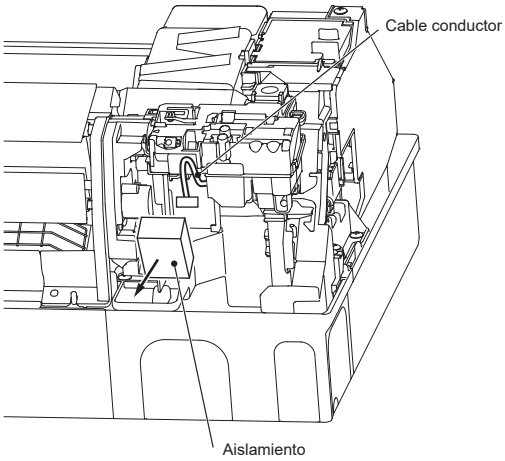

Fig. 1
2) Retire el aislamiento y saque el cable conductor que está debajo del aislamiento. (Fig. 1)